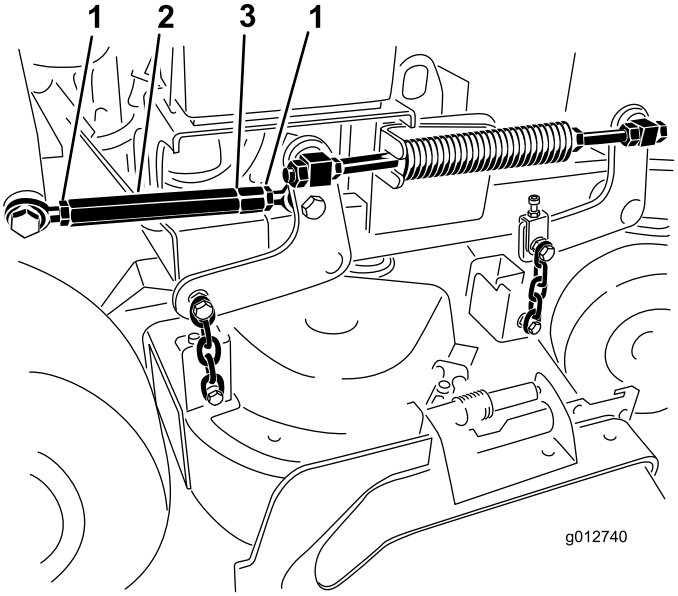

Figura 88
7. Allentate i controdadi a entrambe le estremità del tenditore (Figura 88).
Nota: L'estremità del tenditore su cui è visibile una scanalatura ha filetti sinistrorsi (Figura 88).